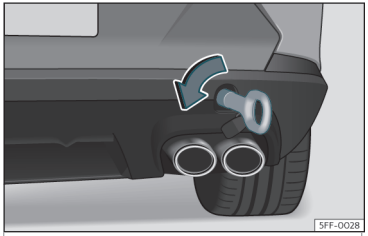

Fig. 46 On the right side of the rear bumper: towline anchorage in position.
- Screw the towing eye in the housing by turning it to the maximum **anticlockwise** ››› Fig. 46 ››› ❗. Use a suitable object that can completely and securely tighten the towing eye in its housing.